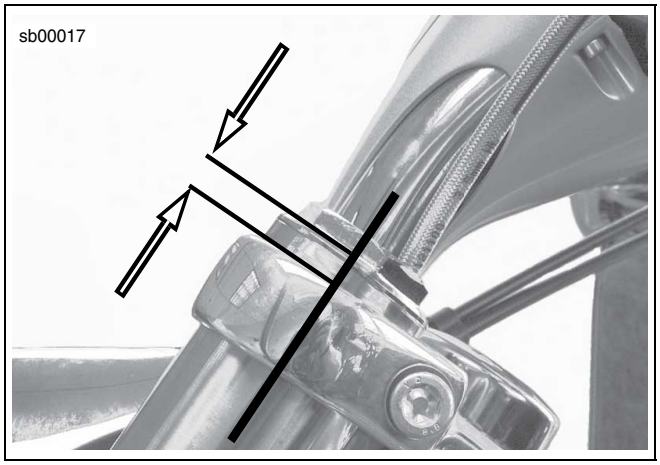

Figure 1. Measure Fork Protrusion
5. See 2.32 FRONT FORK: ALL EXCEPT VRSCF, INSTALLATION, Figure 2-106. The figure illustration incorrectly shows the areas to measure fork protrusion. The correct areas to measure fork tube protrusion are shown in Figure 1, below.